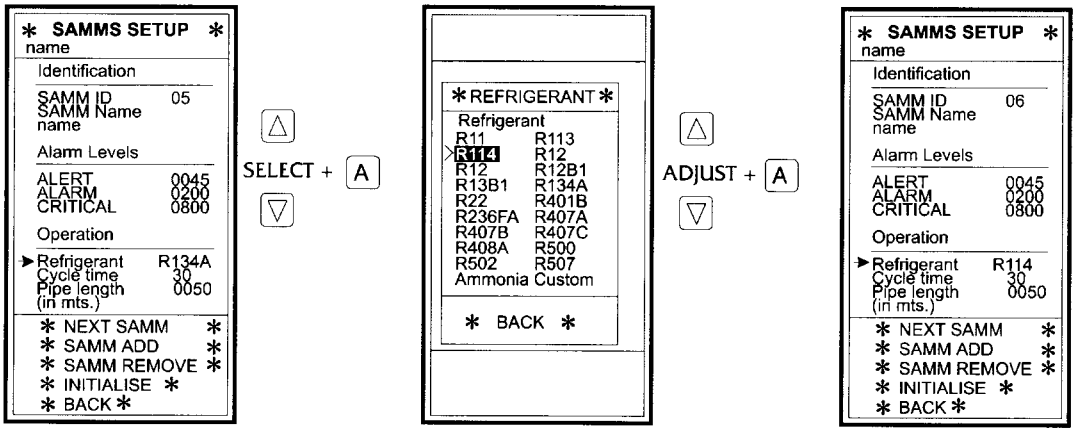

Figure 2-25. Change Refrigerant Type
e. Change “Refrigerant” type as illustrated in figure 2-25.